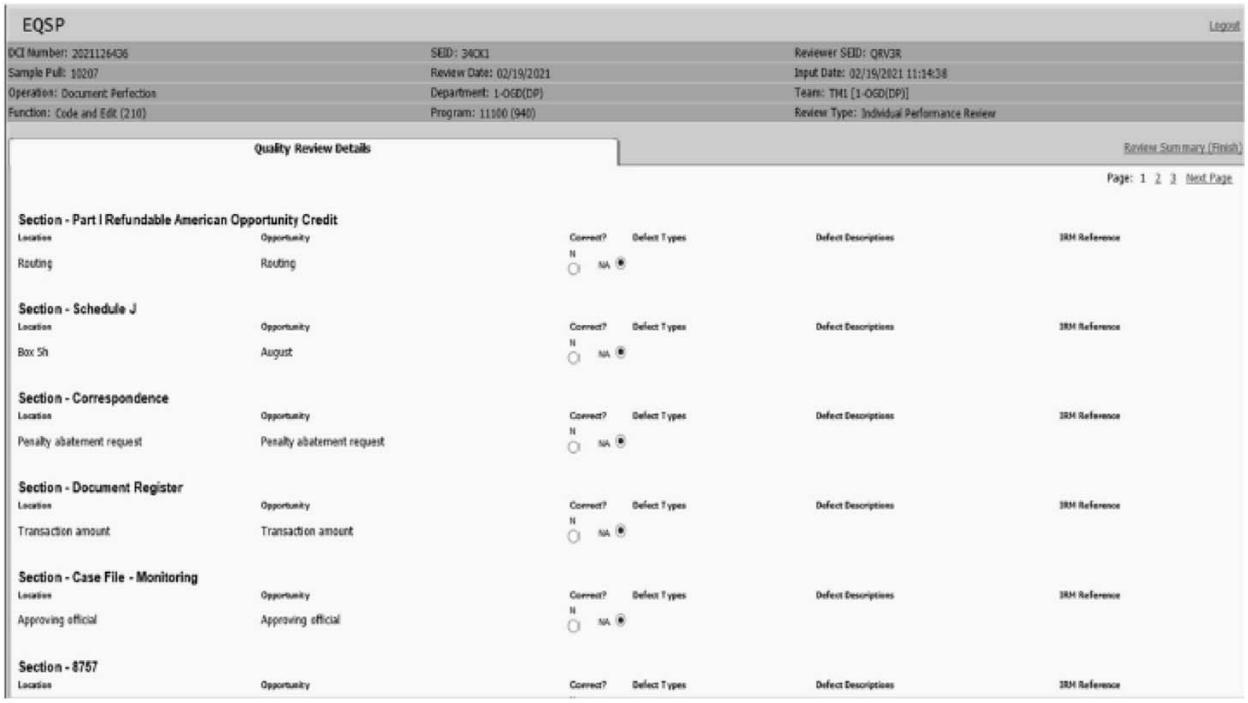

Figure 3.30.30-14 Review Details Screen
(1) The Review Details Screen is used to code the defect(s) for the reviewed document. See **Figure 3.30.30-14.**